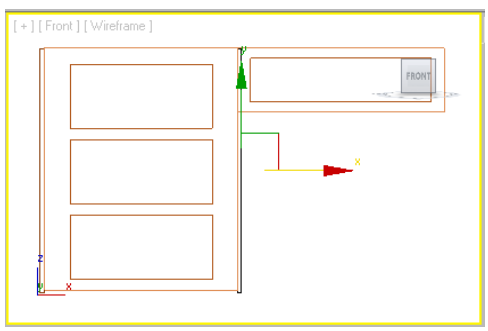

Figure 3-28 *Alignment of the left face002 with the other side of the left box*
4. In the Front viewport, copy the *left face001* by using the **Clone Options** dialog box as described earlier; the new face is automatically named as *left face002*. Now, align it with the other side of the *left box*, as shown in Figure 3-28.